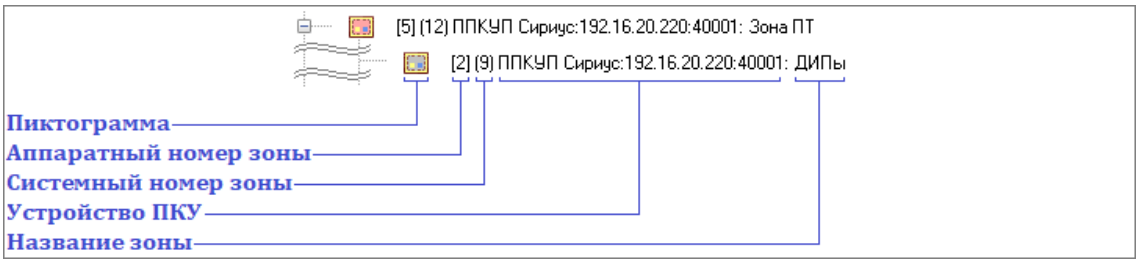

Рисунок 6-292 Отображение объекта "Аппаратная зона" в дереве зон как принадлежащего узлу "Аппаратные зоны"
– узлу «Зона ПТ» (см. Рисунок 6-292),